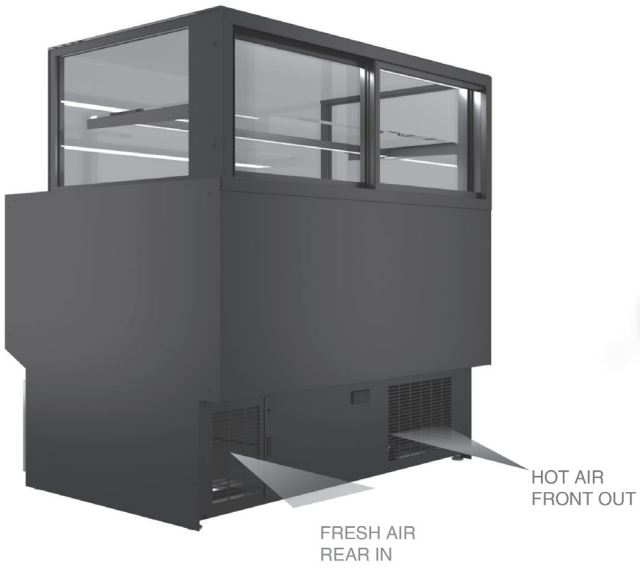

fig. 10
- Ensure that the compressor-condenser unit is in a condition of free air exchange (fig.10).